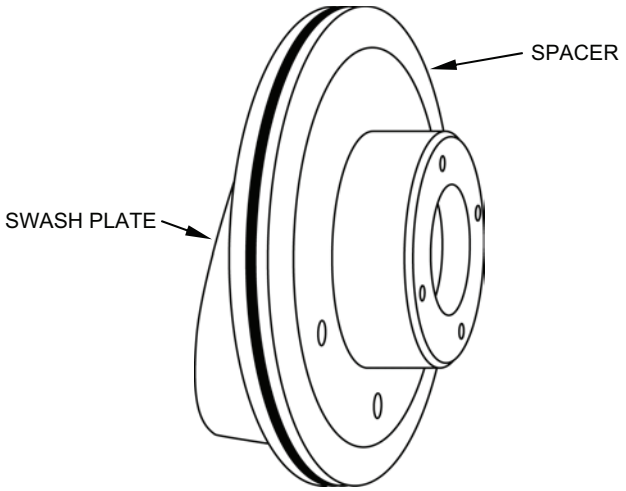

Figure 38. Spacer Mounted On The Swash Plate.
r. Mount the spacer on the swash plate (see Figure 38)